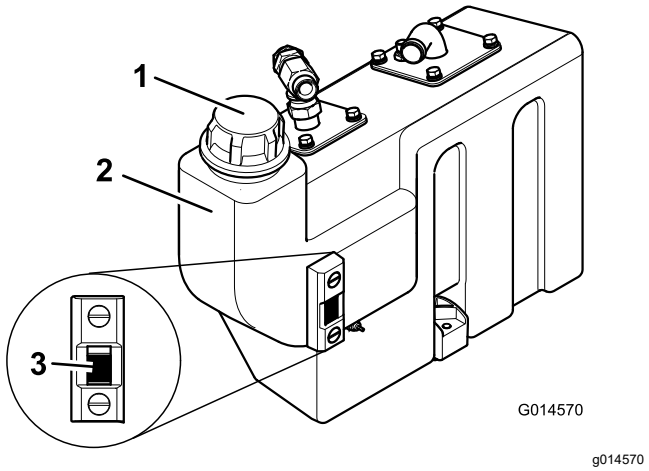

Рисунок 73
3. Если необходима дополнительная гидравлическая жидкость, очистите зону вокруг заливной горловины и крышки гидравлического бака (Рисунок 73) и снимите крышку.